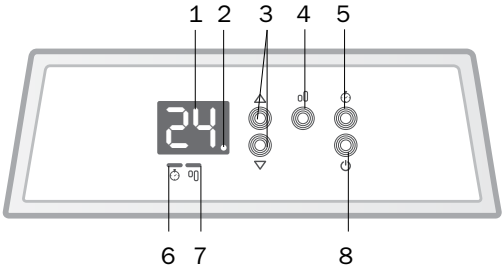

Рис. 4
4. Нажмите кнопку питания 8 (рис.4) для включения прибора, на дисплее загорятся цифры. Установите желаемый режим работы.
Данный режим работы позволяет задавать желаемую Вами рабочую температуру. Этот режим включается автоматически, если после включения конвектора не был задан другой. С помощью кнопок управления 3 (рис.4) изменяйте желаемый диапазон температур, ступенчато увеличивая или уменьшая его на 1°С. Максимально допустимая температура, которую можно установить, 35°С, минимально допустимая 5°С. При удержании одной из кнопок температура будет увеличиваться или уменьшаться на 1°С каждые 0,5 секунд. Последняя заданная температурная установка принимается за активную. Через 5 секунд после установки желаемой температуры система возобновит свою работу и на дисплее отобразится текущая температура в помещении.
Для установки таймера нажмите и удерживайте кнопку 5 (рис. 4). После мигания индикатора таймера на дисплее отобразится заданное время. С помощью кнопок 3 (рис. 4) изменяйте желаемое к установке время, увеличивая или уменьшая время на 1 час. При включенном индикаторе система начинает отсчитывать время в соответствии с предыдущей установкой, если новое значение не будет установлено в течение 5 секунд. Каждый раз при нажатии кнопок 3 система начинает новый отсчет времени или возвращается к исходным параметрам по окончании работы таймера, после чего выключается и прекращает работу. Для отмены работы таймера необходимо повторно нажать кнопку 5 (рис. 4).
Конвекторы серии Комфорт Е3.0 полностью безопасны для детей, поскольку позволяют использовать функцию «Родительского контроля». Для блокировки панели управления нажмите и удерживайте в течение 3 секунд обе кнопки 3 (рис. 4).
Для снятия блокировки с системы повторно нажмите и удерживайте обе кнопки 3 (рис.4).
Для выбора режима мощности нажмите и удерживайте кнопку 4 (рис. 4). При установке режима полной мощности загорится индикатор 4.